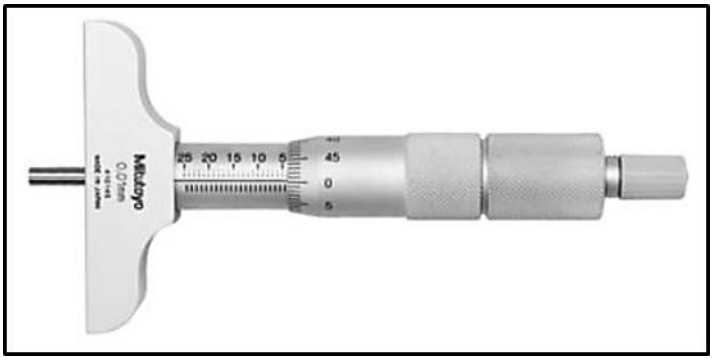

FIGUUR 4.6
4.6 Identifiseer die tipe presisiemeetinstrument in FIGUUR 4.6 hieronder.